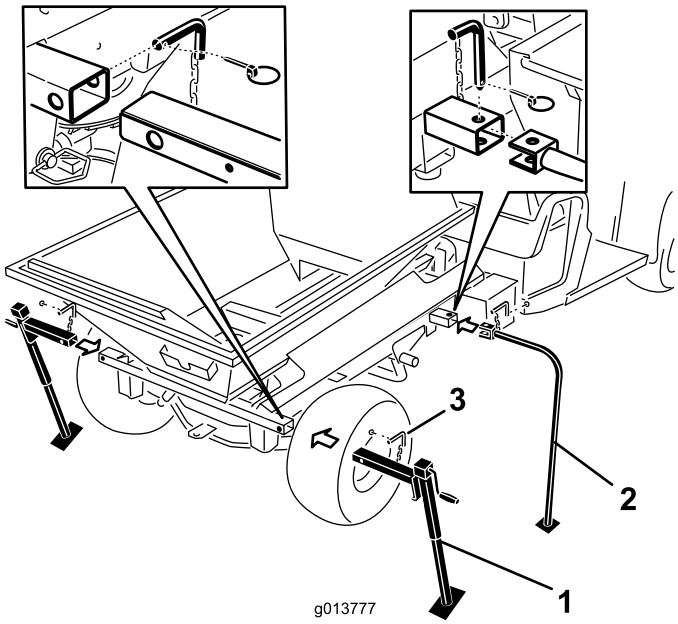

Rysunek 42
7. Włóż przednie podpory do przechowywania i tylne podpory do rur maszyny ProPass i zamocuj je kołkami zabezpieczającymi (Rysunek 42).